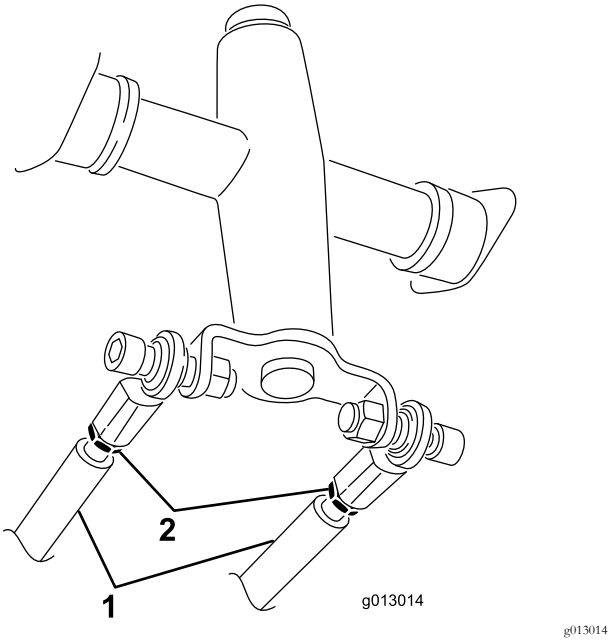

Rysunek 57
3. Poluzuj nakrętki zabezpieczające na drążkach zespołu jezdnego, pod panelem sterowania (Rysunek 57).